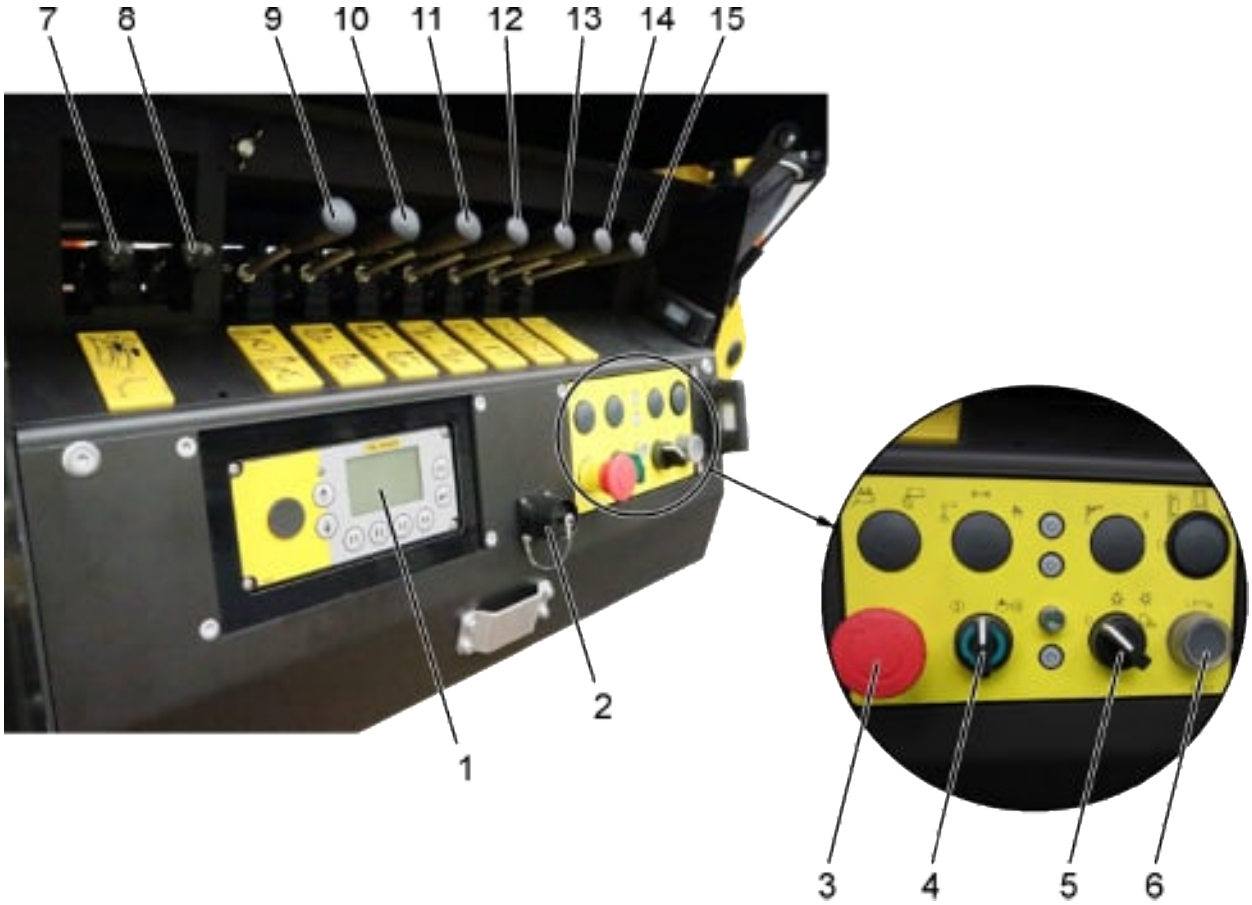

Fig. 7: Postazione di comando di emergenza della gru
1. Collegare il cavo al comando di emergenza, cfr. Abb. 7 (2)